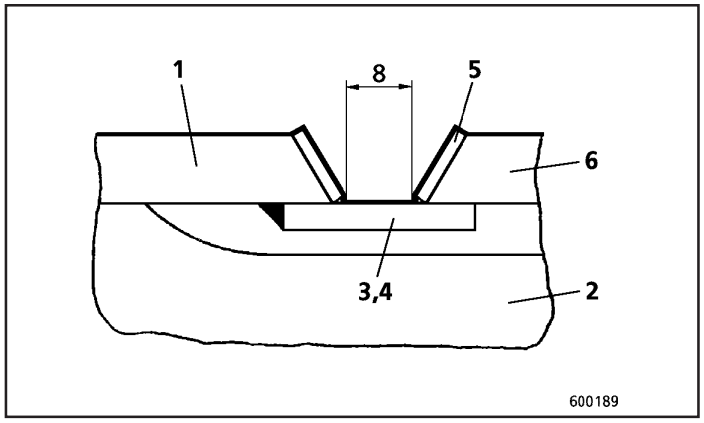

Fig.78
8. Adapte a nova chapa de base (6, Fig. 78). A peça antiga previamente retirada não deve ser reutilizada. Certifique-se de que a nova peça fique apoiada corretamente sobre seu suporte.